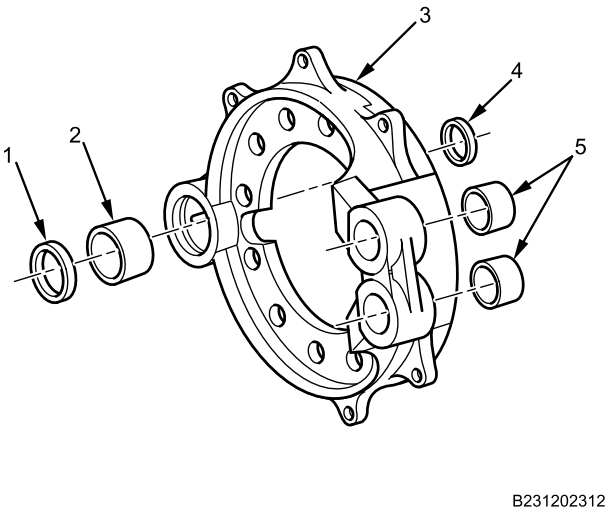

Figure 3. Install Seals and Bushings.
1. Using seal driver tool, install two new anchor pin bushings (Figure 3, Item 5) and new camshaft bushing (Figure 3, Item 2) into rear brake spider assembly (Figure 3, Item 3).
2. Using seal driver tool, install two new camshaft seals (Figure 3, Item 1 and 4) into rear brake spider assembly (Figure 3, Item 3).